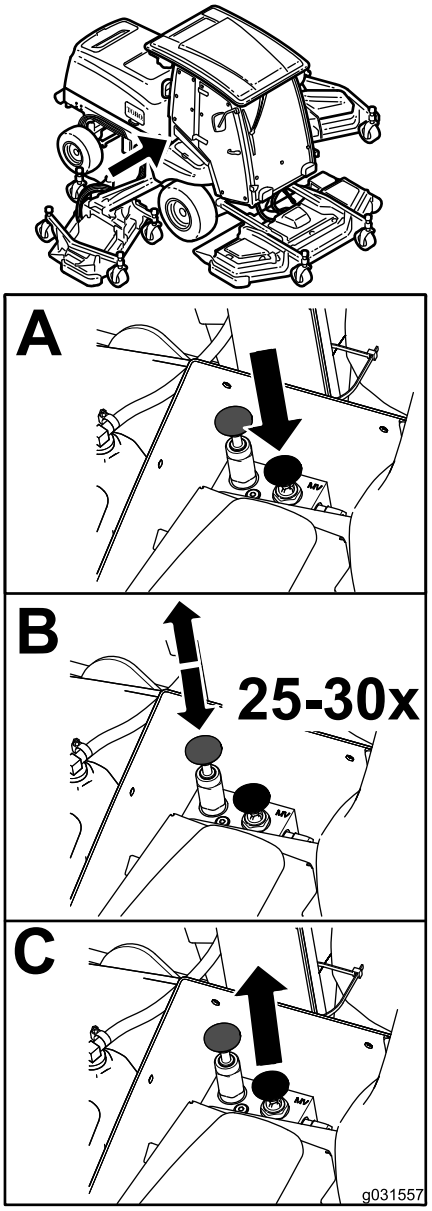

Figur 76
1. Omløbsventiler (2)
4. Udløs manuelt den automatiske parkerings-bremse vha. omløbsventilen og stemplet som vist i Figur 76.